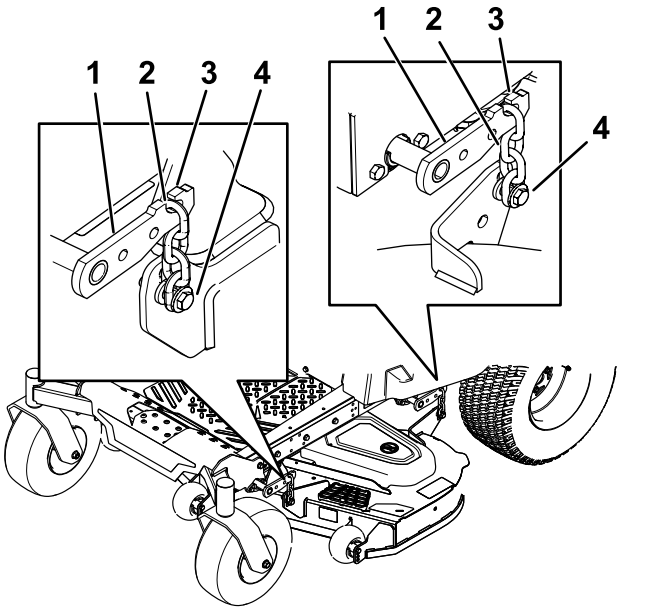

Figura 74
5. Slăbii uruburile de reglare din toate cele 4 coluri, pentru a vă asigura că puntea este fixată corespunzător pe cele 4 blocuri (Figura 74).
6. Asigurai-vă că toate cele 4 lanuri sunt tensionate (Figura 74).
7. Strângei cele 4 uruburi de reglare (Figura 74).